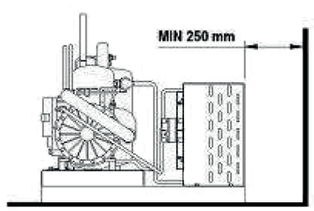

fig. 11
- The condenser must be at least 250 mm away from any wall (fig. 11).